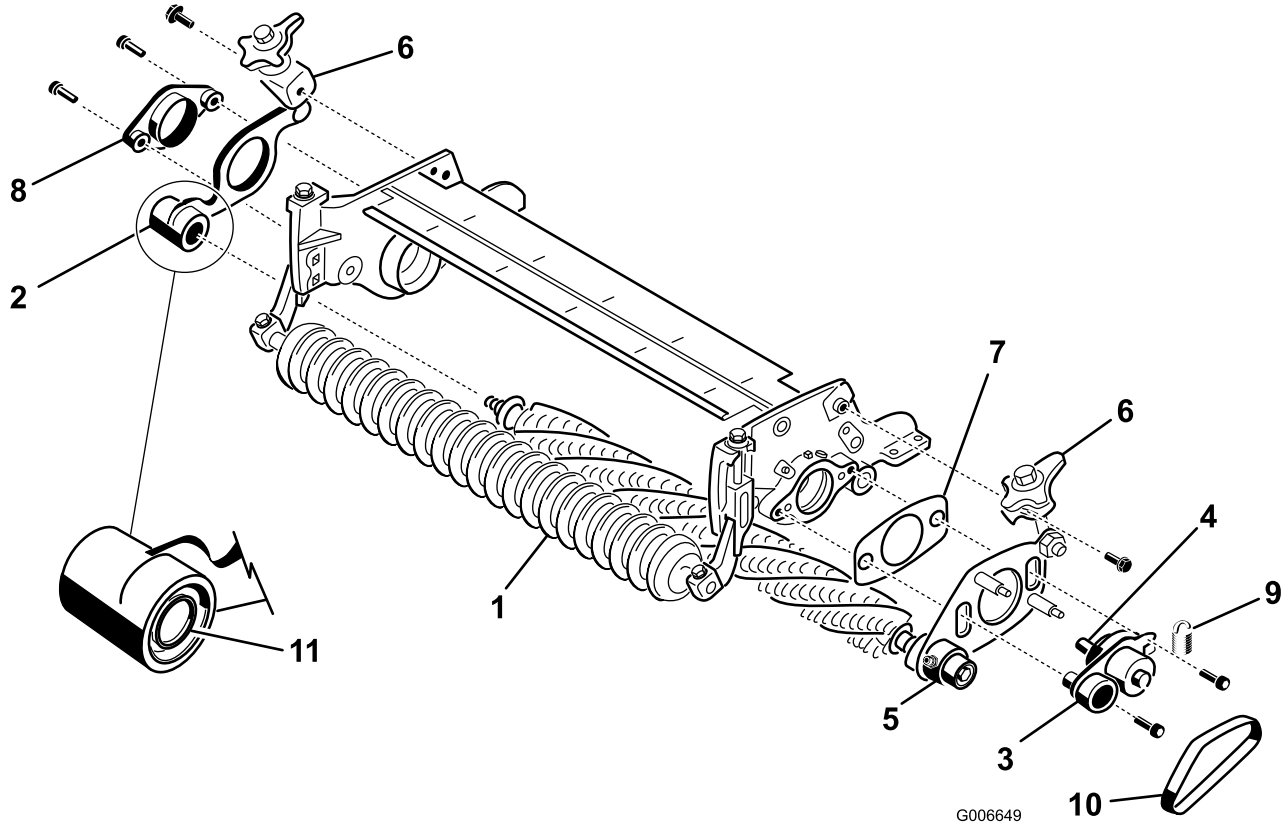

Bild 9
14. Schieben Sie auf der Groomerseite **ohne Antrieb** die Groomerplatte mit dem Express-Hubhebel von der Groomerwelle (Bild 9).
16. Montieren Sie auf der Antriebsseite der Schneideinheit die Drehnabe, die Groomerplatte an der Antriebsseite mit dem Express-Hubhebel und die Beilagscheibe an der Seitenplatte der Schneideinheit. Verwenden Sie zwei Sechskantschrauben (3/8" x 1") (Bild 9). Schmieren Sie vor dem Einbau Loctite auf das Schraubengewinde.
17. Montieren Sie die Groomerplatte ohne Antrieb auf der Groomerwelle (Bild 9). Achten Sie darauf, dass die Dichtungsfeder nicht abfällt.
18. Befestigen Sie die Drehnabe ohne Antrieb mit zwei Sechskantschrauben (3/8" x 1") an der Seitenplatte der Schneideinheit (Bild 9). Schmieren Sie vor dem Einbau Loctite auf das Schraubengewinde.
20. Montieren Sie die Express-Hubhebel mit Bundbolzen (3/8" x 3/4") an den Seitenplatten (Bild 9).
21. Montieren Sie den Groomerriemen auf den Spannscheiben (Bild 9). Stellen Sie sicher, dass die Rippen am Riemen richtig in den Rillen jeder Spannscheibe sitzen.